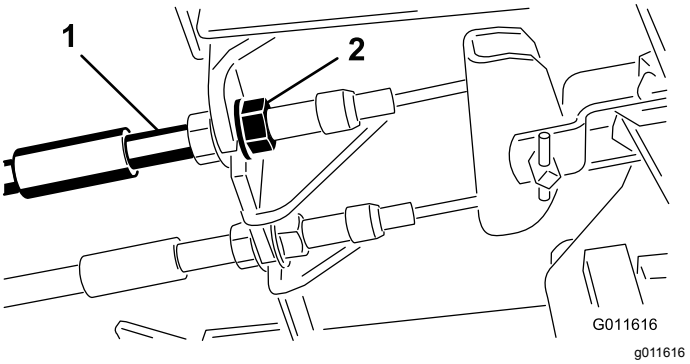

**Figur 67**
1. Tilspænd bremserne for at reducere bremsepedalernes frie vandring ved at løsne den forreste møtrik på bremsekablets gevindende (Figur 67).